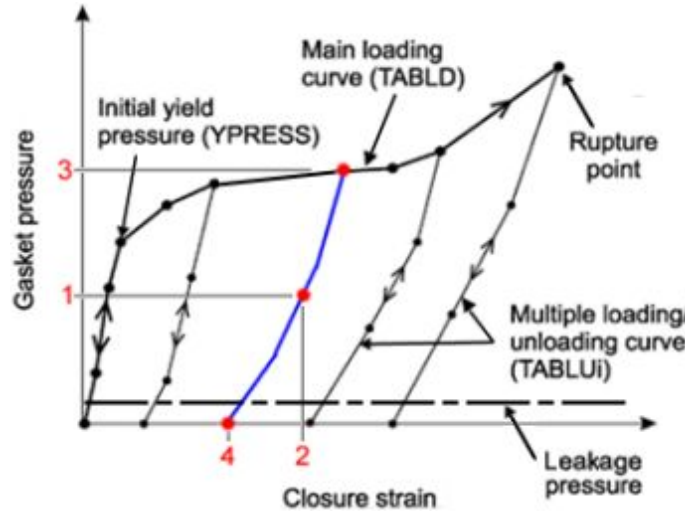

Figure 4-1. Gasket load/unload characteristic. Gasket pressure (1), gasket closure strain (2), gasket yield pressure (3), plastic gasket closure strain (4).
1. Gasket results consist of gasket pressure, gasket closure strain, gasket yield pressure, plastic gasket closure strain, and gasket status. Figure 4-1 depicts a gasket load/unload characteristic defined using a MATG bulk entry where TABLD, TABLUi, and YPRESS refer to fields on the MATG bulk entry.